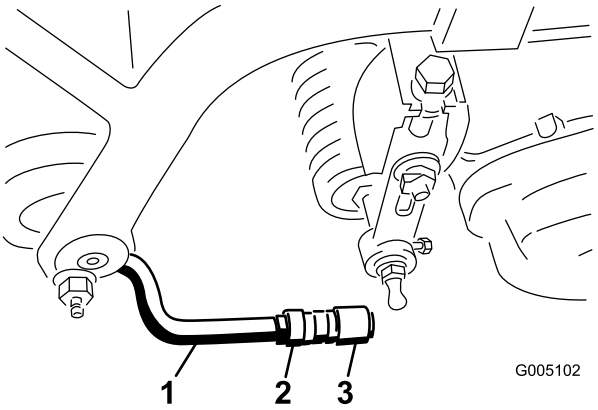

Figur 9
6. Juster mufferne i kugleleddene, så muffens åbne side centreres hen imod kugletapskruen. Tilspænd kontramøtrikkerne for at fastgøre mufferne på deres plads (Figur 9).